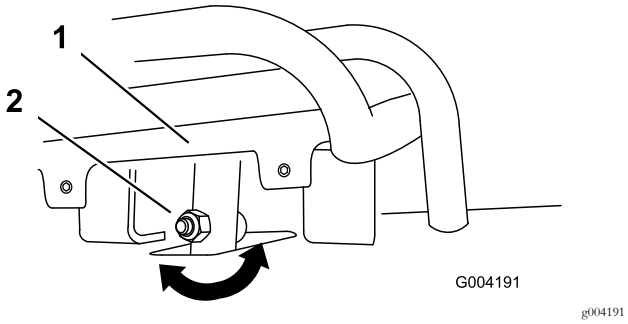
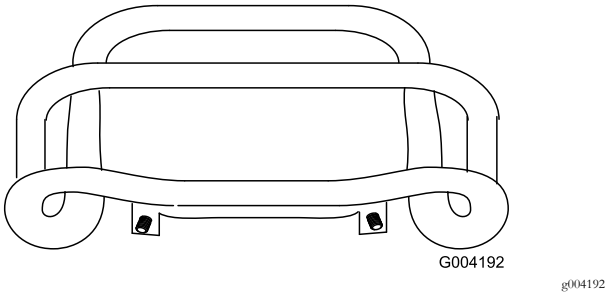

Rysunek 55
Rysunek 56
4. Jeżeli przód dźwigni sterowania zespołem jezdnym nie jest ustawiony prostopadle i w jednej płaszczyźnie z drążkiem wzorcowym, poluzuj nakrętkę i śrubę kołnierzową na trzonie dźwigni sterowania zespołem jezdnym (Rysunek 55).
5. Wyreguluj dźwignię sterowania zespołem jezdnym, aby po całkowitym przesunięciu do tyłu przylegała całą długością do drążka wzorcowego (Rysunek 55 i Rysunek 56).